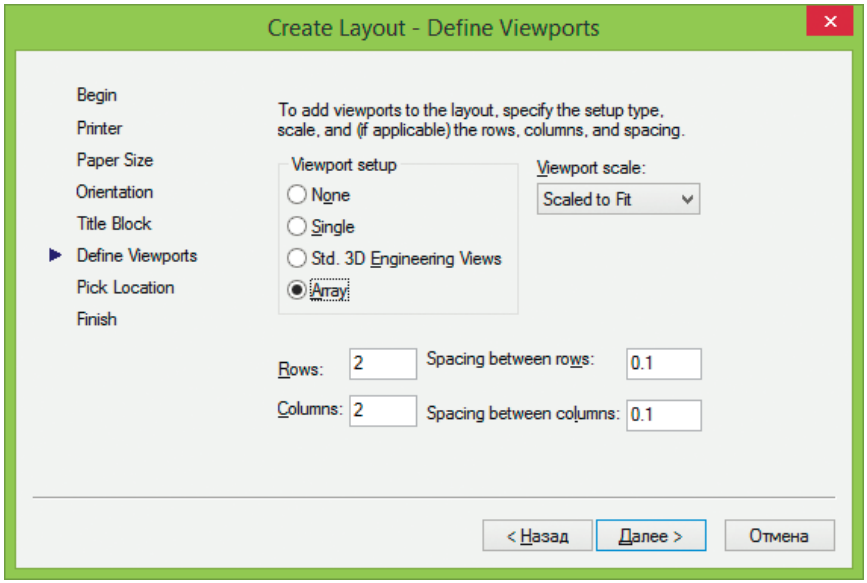

Рис. 15.8. Диалоговое окно Мастера компоновки листа, видовые экраны
- **Define Viewports** – выбор расположения видовых экранов (рис. 15.8):